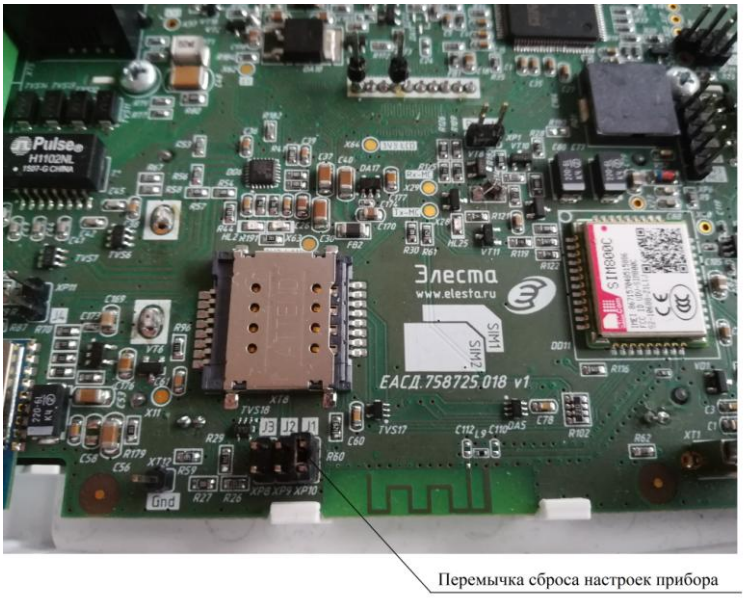

Рисунок 20 – Перемычка для сброса настроек прибора к заводским установкам.
3) Замкнуть на плате прибора контакты **J1**, перемычкой из комплекта поставки (рисунок 20).